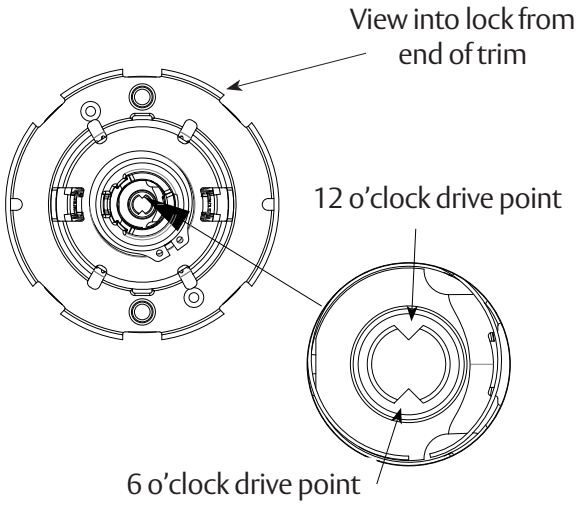

Figure 15
- Use a flat blade screwdriver to rotate cam until the driver points are in a 6 and 12 o'clock position. See Figure 15 on page 5.
With driver points at 6 and 12 (See Figure 15), rotate key 45° in either direction, and then slide the lever on over the lever catch. Confirm the lever will not pull off.
2a. Use a flat blade screwdriver to rotate each cam until the driver points are in a 6 and 12 o'clock position. (See Figure 15)